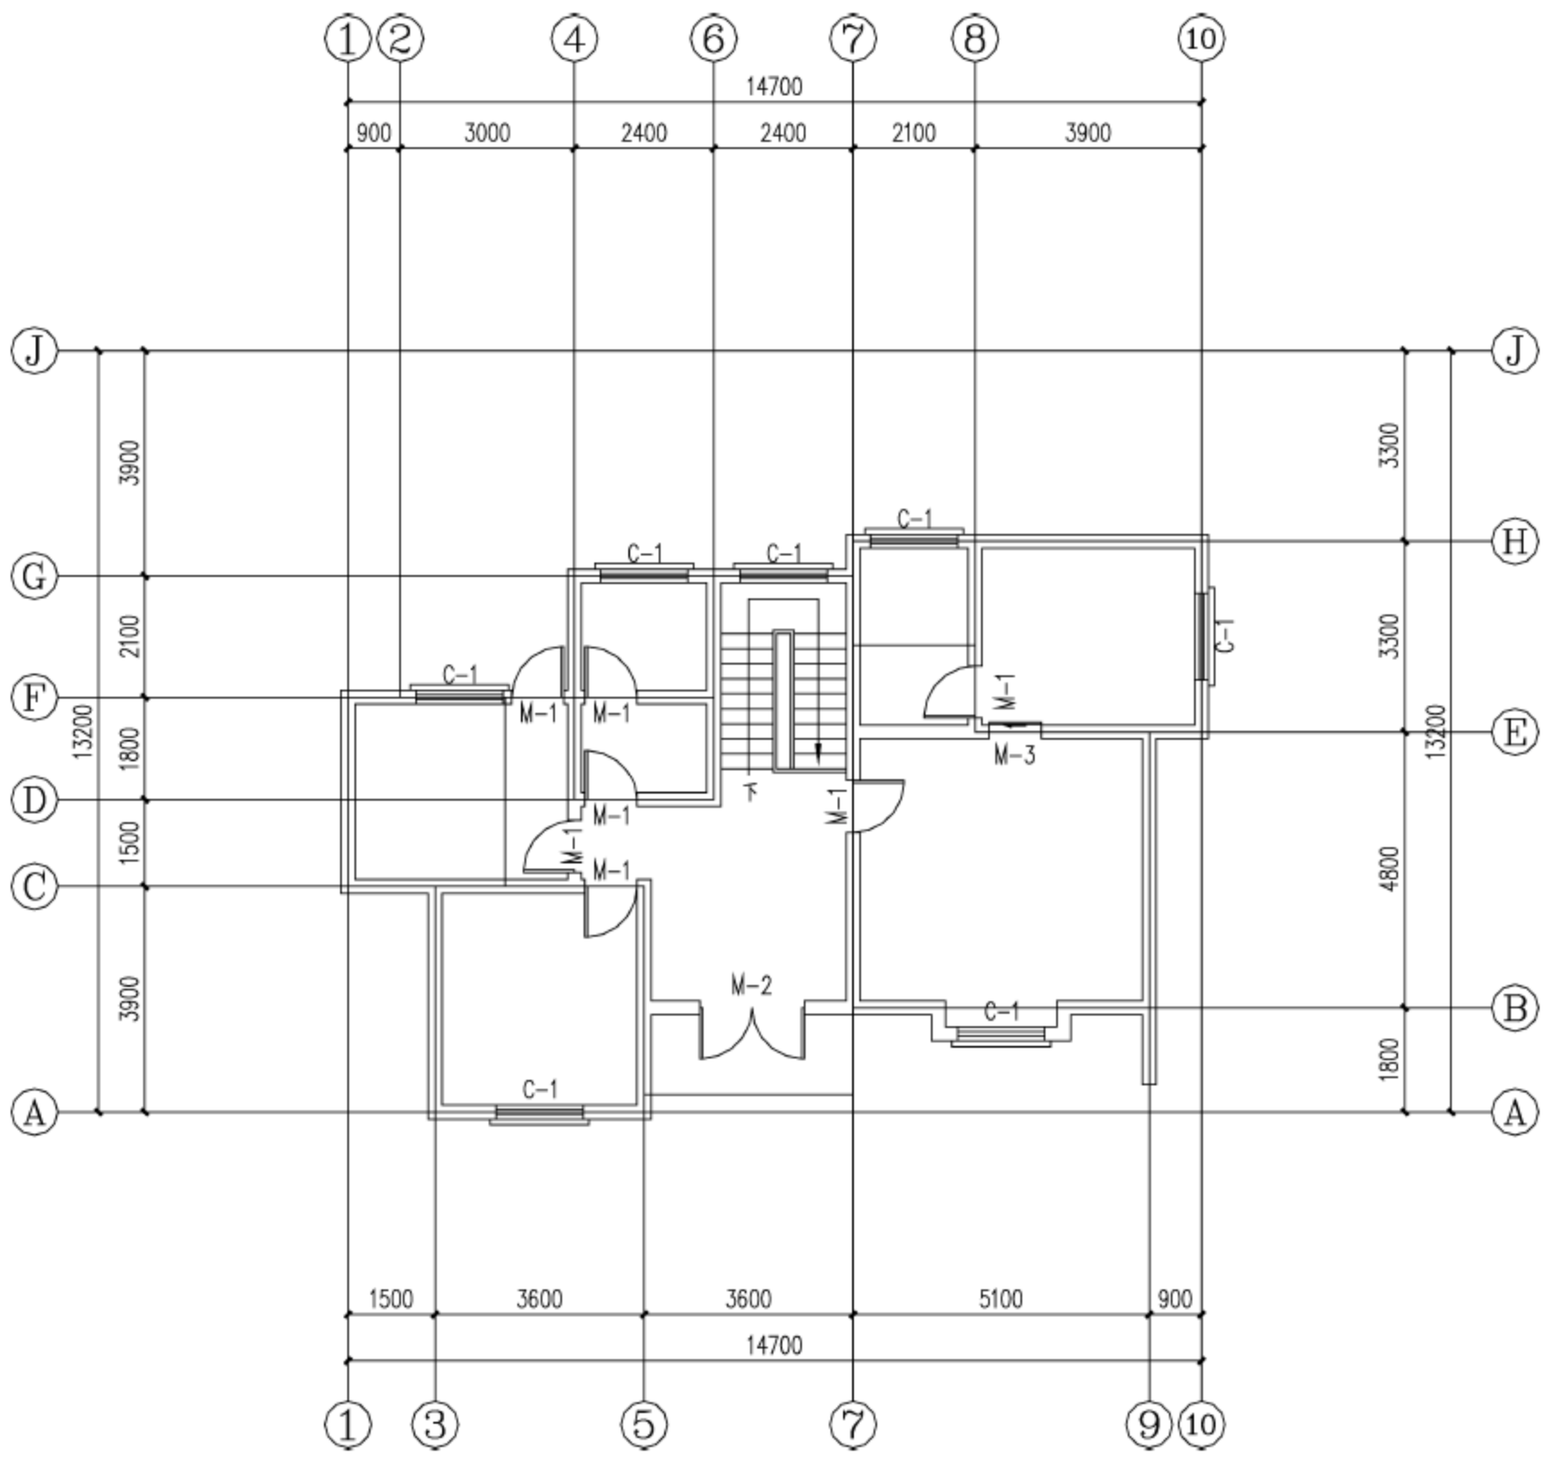

图 18-82　生成的楼梯
本节具体讲述一个楼梯的生成过程，生成的楼梯如图 18-82 所示。
(2) 单击绘图区域，根据命令行提示选择楼梯的插入点，形成如图 18-82 所示的插入楼梯的形式。